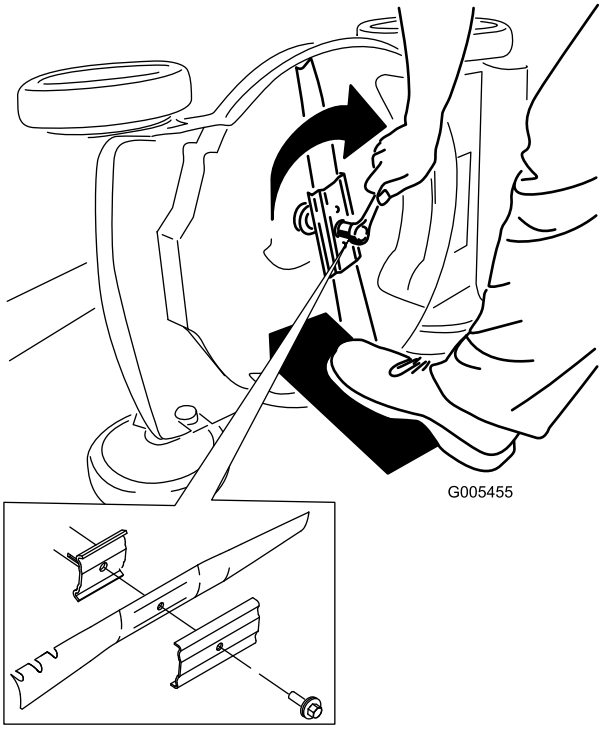

Figur 30
5. Sätt fast den nya kniven och alla monteringsdelar (Figur 30).